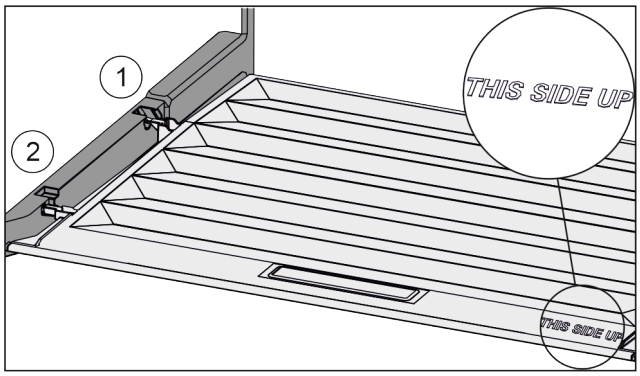

Fig. 41
▶ Insert the lip of the cover over the opening of the rear bracket *Fig. 41 (1)* and click into place *Fig. 41 (2)*.